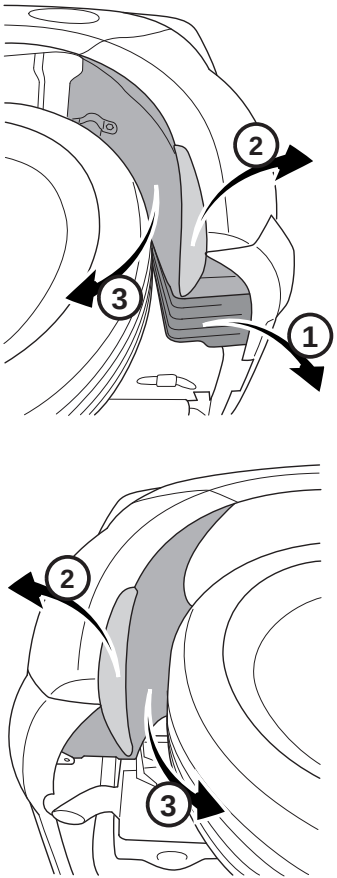

Fig. 1
1. Снять противогрязевые щитки в надколесных дугах с двух сторон, чтобы облегчить доступ к рабочей зоне (см. рис. 1).